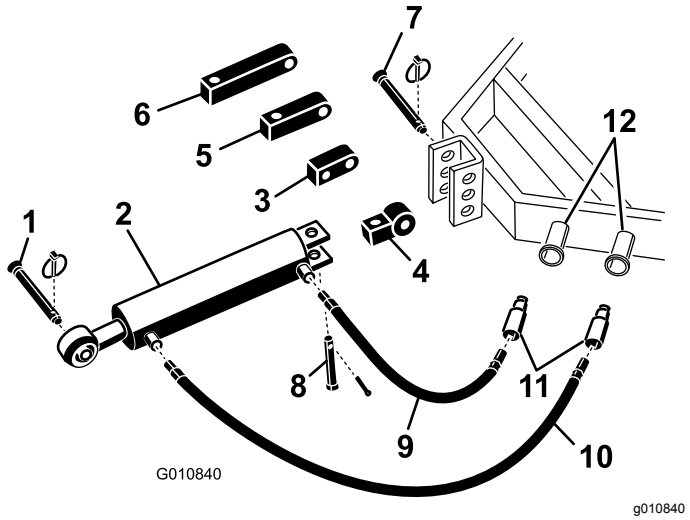

**Figur 5**
1. Fäst kopplingsänden på den hydrauliska topplänken på traktorenheten med de sprintar som levererades med traktorn (Figur 5).
**Obs:** Om hydraulcylindern måste placeras med portarna vända uppåt justerar du cylindern med hjälp av rotationsblocket istället för standardmonteringsblocket (Figur 5). Du kan använda en hydraulkoppling på 90° istället för rotationsblocket (90-graderskopplingar medföljer ej).
A. Avlägsna saxpinnen och sprinten som håller fast standardförbindelselänken på cylindern (Figur 5). Ta bort förbindelselänken från cylindern.
B. Montera rotationsblocket på cylindern med de sprintar som togs bort tidigare (Figur 5).
2. Anslut den 106 cm långa hydraulslangen till den hydrauliska topplänkens port som finns närmast luftaren Figur 5. Applicera gängtätningstejp eller gängtätningsmassa på slanggängorna för att förhindra läckage.
3. Anslut den 76 cm långa hydraulslangen till den hydrauliska topplänkens port som finns närmast traktorenheten (Figur 5). Applicera gängtätningstejp eller gängtätningsmassa på slanggängorna för att förhindra läckage.
Om hydraulcylindern inte når fram till luftarens monteringsfäste använder du ett förlängningsblock istället för standardmonteringsblocket när du ansluter cylindern till traktorenheten (Figur 5).
B. Montera förlängningsblocket med önskad längd på cylindern med de sprintar som togs bort tidigare (Figur 5).